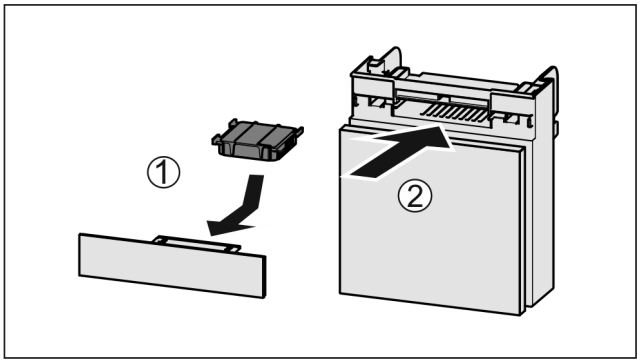

Fig. 138
▶ Introduceți *Fig. 138 (1)* filtrul de cărbune activ după cum se vede în figură.
▶ Împingeți *Fig. 138 (2)* compartimentul în interior.